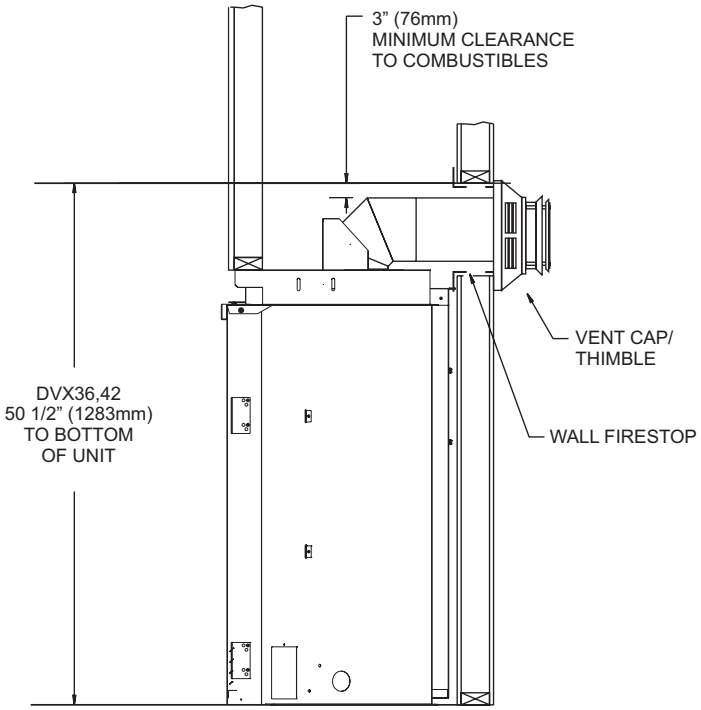

**Figure 14**
**Vent Runs (Figures 14, 15, and 16)**